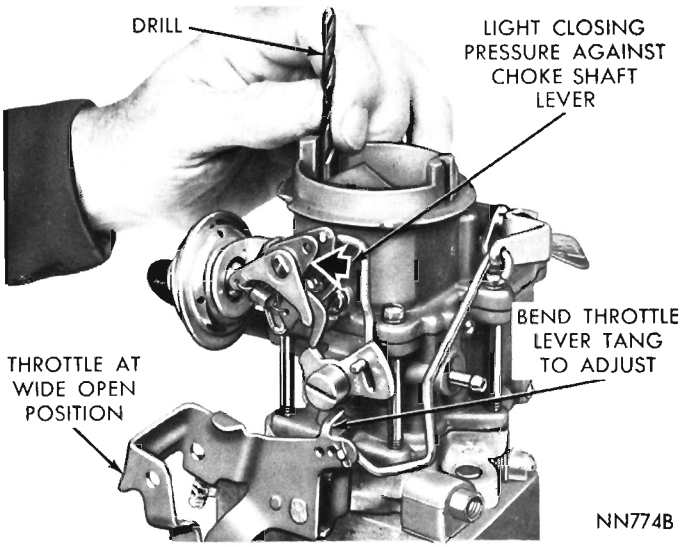

Fig. 16—Checking Choke Unloader Setting (Wide Open Kick)
(1) Hold throttle valve in wide open position. Insert specified drill (see Specifications) between upper edge of choke valve and inner wall of air horn.
(2) With a finger lightly pressing shaft lever. A slight drag should be felt as drill is being withdrawn. If an adjustment is necessary, bend unloader tang on throttle lever until correct opening has been obtained. (Fig. 16.)